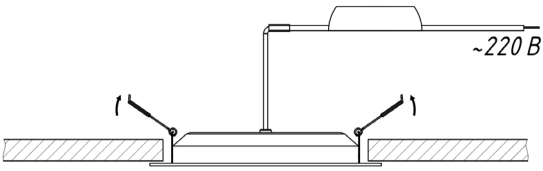

Рисунок 4.
5.5. Закрепите светильник по месту установки (Рисунок 4).